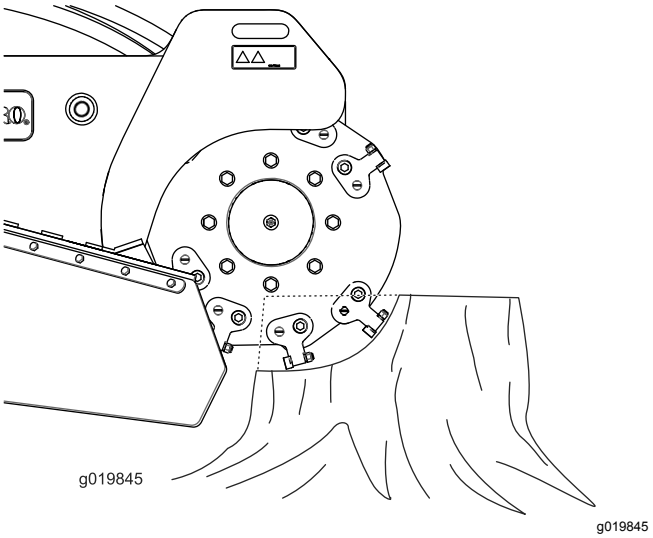

Figuur 20
2. Gebruik de bedieningshendel van de frees en het tractiepedaal om de frees aan de voorkant van de boomstronk te rijden, ongeveer 2 cm onder de stronk (Figuur 20).
4. Gebruik de bedieningshendel om de frees langzaam over het oppervlak van de boomstronk te bewegen en snij een strook hout weg (Figuur 20).